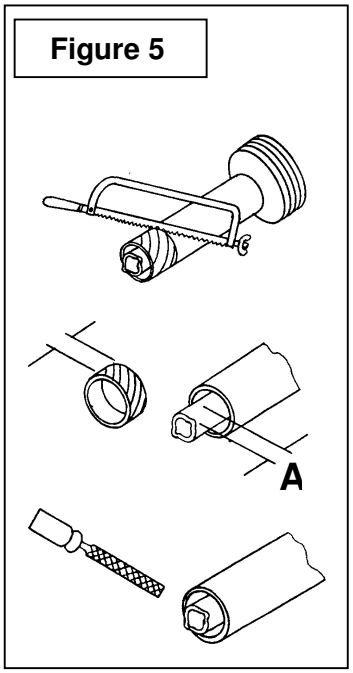

Figure 5
5. Cut the guard a second time leaving the same distance between the end of the guard and the end of the shaft as existed before. To obtain the proper distance "A" shown on **Figure 5**, cut the guard according to the following table: